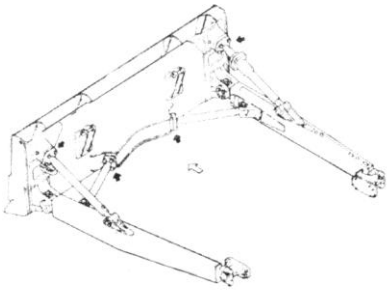

Рис. 3-10.
2) Регулировка прокладки (Рис. 3-10 … 3-11).